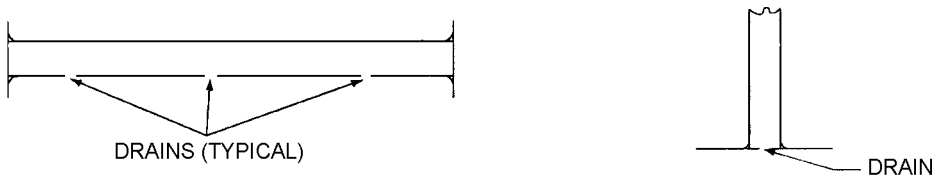

Figure 3-2. Hollow Member Drain Hole Configuration
3.12.1 Drainage for Closed Hollow Members, When Open Drain Holes are Possible. A completely air tight weld is required for closed hollow members to prevent condensation of moisture in the interior surface. To prevent moisture accumulation from occurring (since it is difficult to obtain perfect welds), all closed hollow members will have drainage provisions at the lowest drain-through-drain-to point of the member, reference Figure 3-2.